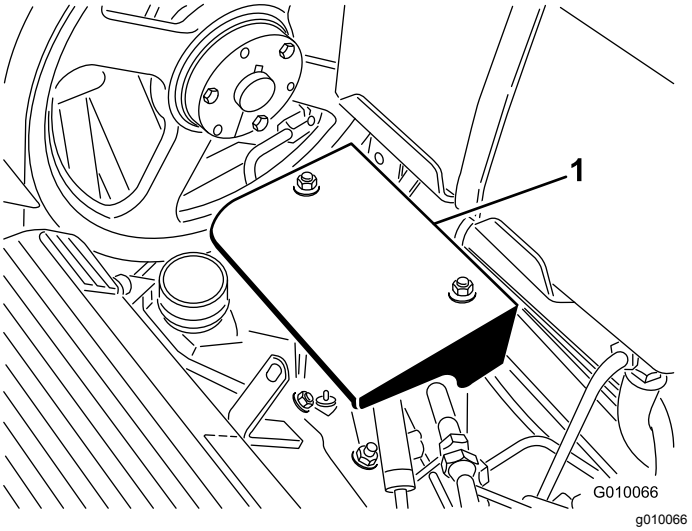

Figur 57
3. Ta bort pumpsköldens två monteringsmuttrar och ta bort skölden (Figur 57).